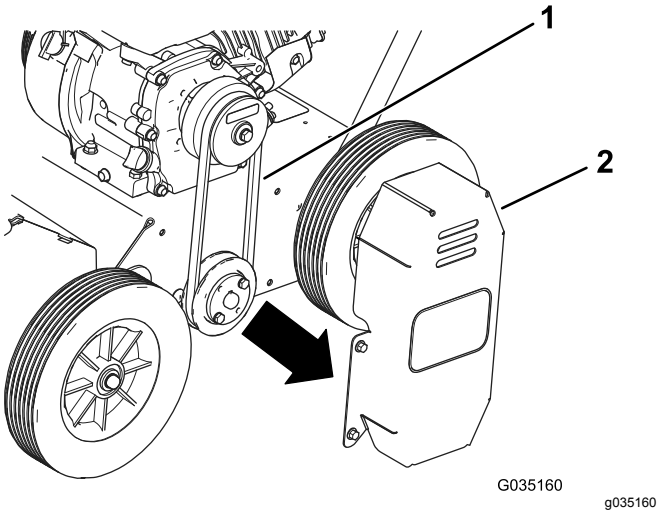

Рисунок 18
2. Снимите крышку ремня с левой стороны машины (Рисунок 18).
3. Проверьте натяжение ремня (Рисунок 18).